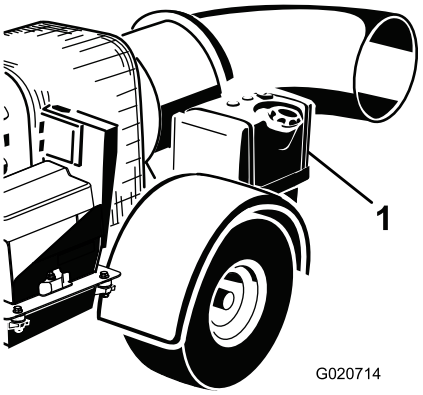

Rysunek 8
2. Oczyść okolice korka wlewu paliwa, a następnie odkręć korek (Rysunek 8).